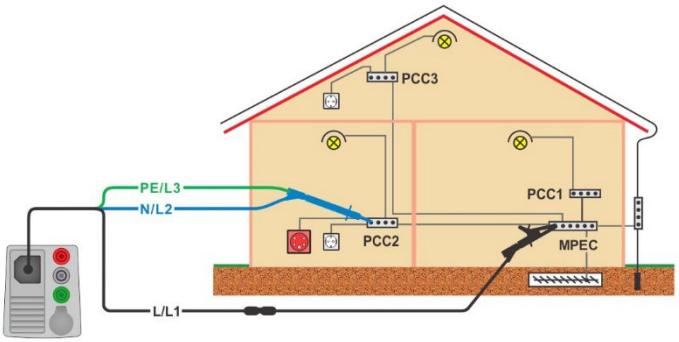

Abbildung 7.17 Anschluss der 3-Leiter-Prüleitung und der optionalen 40 m Messleitung BENNING TA 5 (044039)
- Schließen Sie die Prüfleitungen an, siehe ***Abbildung 7.17***.